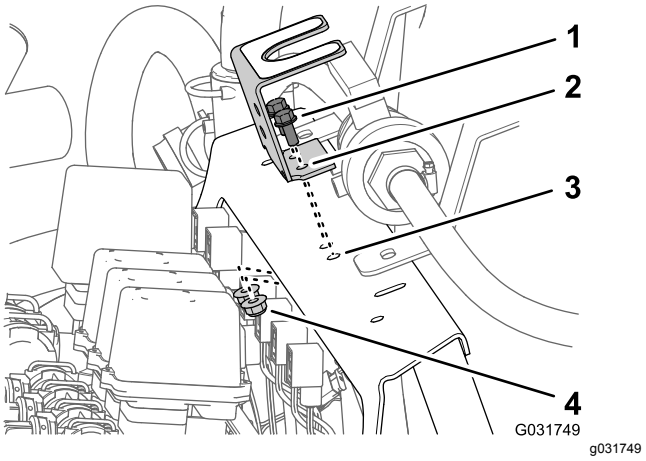

Figur 38
4. Fjern de to flangehovedbolte (5/16 x 3/4 tomme) og to flangelåsemøtrikker (3/8 tomme), der fastgør kugleventilens monteringsbeslag på manifoldbeslaget, og adskil beslaget fra manifoldbeslaget (Figur 38).